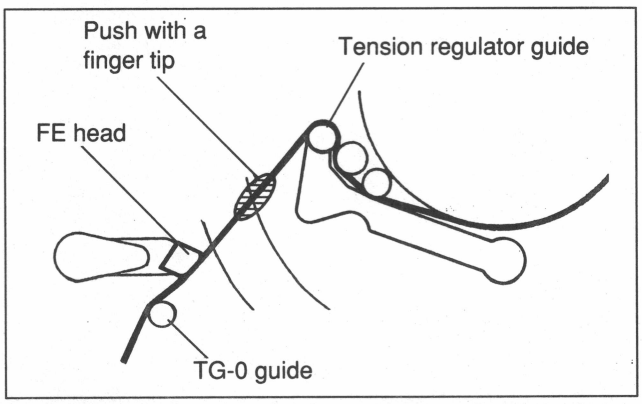

Fig. 8-5-9. Tape Transport Return Check at Entrance Side
11. Tape transport return check at entrance side (Refer to Fig. 8-5-9.)